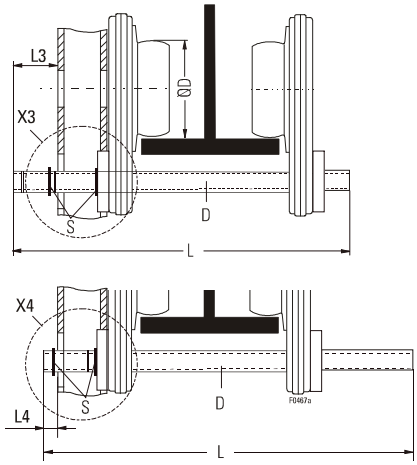

Рис. 15.
- Установите стопорные кольца (S).
- См. Рис. 15. и Табл. 8.
- Используйте соединительные пальцы и сквозной привод в соответствии с шириной балки "B" (размеры см. Рис. 15. и Табл. 8, стр. 23).